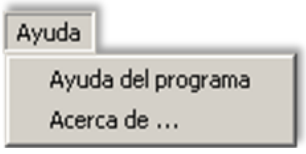

Figura D.18. Despliegue del menú Ayuda.
- **Ayuda.** Como la mayoría de programas, este menú proporciona documentación adicional sobre el programa (ver Figura D.18).